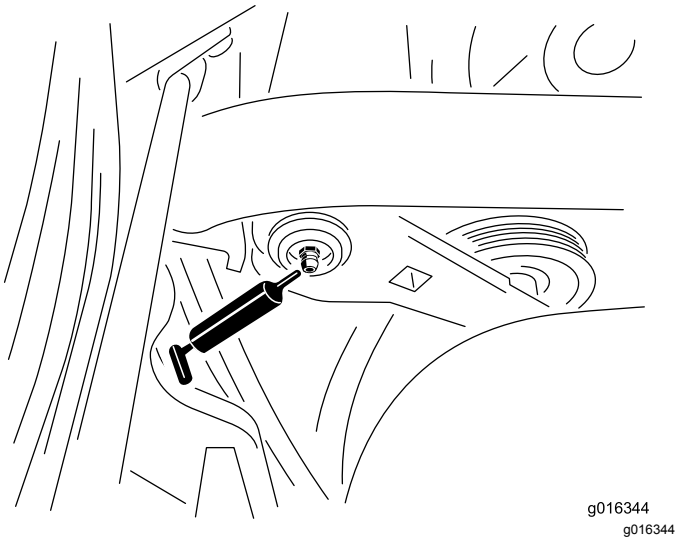

Figur 30
1. Tørk av smøreniplene slik at du ikke presser fremmedlegemer inn i lagrene eller hylsene (Figur 30).